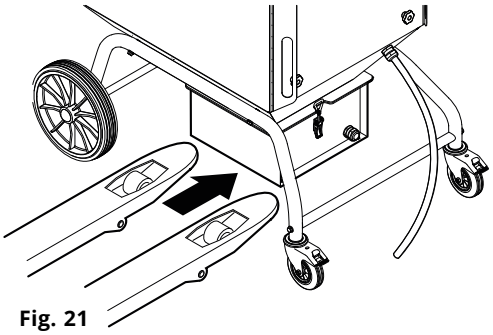

Fig. 21
1. Kör in lämplig pallyft under stoftkärlet, se **Fig. 21**.